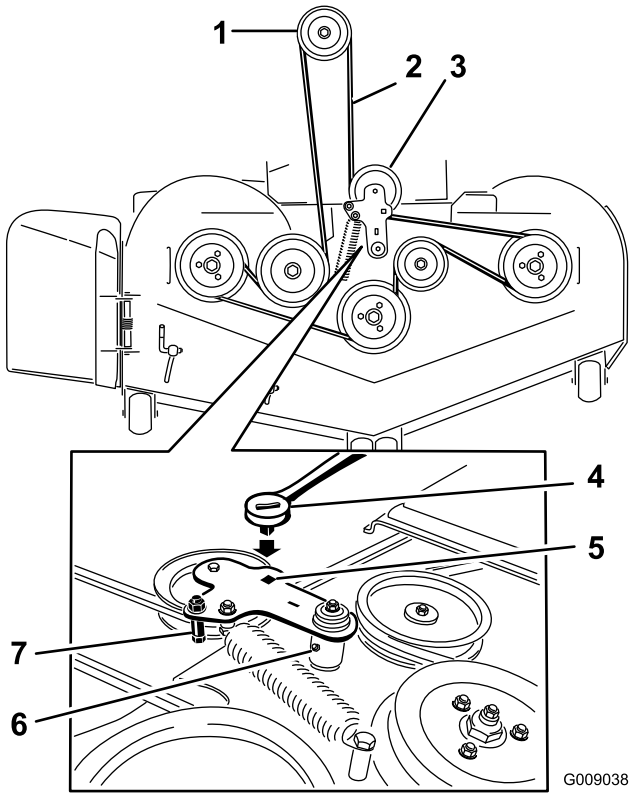

Figur 95
6. Lyft upp fotplattan och för in en spärrhake i det fyrkantiga hålet i däckets remskiva (Figur 95).
7. Vrid däckets mellanskiva medurs och ta bort klipparremmen (Figur 95).